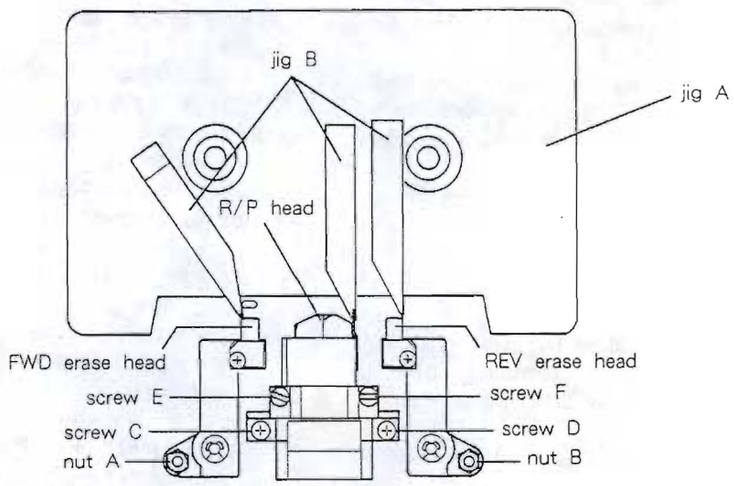

Fig. 2-6
1). Set jig A as shown in Fig. 2-6, then set the deck to FWD/PLAY mode.
If it doesn't, adjust Allen nut A shown in Fig. 2-6.
- If the head is both high (or low) in FWD and REV modes, replace the spacer under screws C and D (Fig. 2-6) with a thin (or thick) one. (Add or remove the same number of spacers with the same thickness for both screws C and D.)
1). 図2-6のように治具Aをセットし、FWD/PLAYモードにする。
そうでない場合は、図2-6の六角ナットAを調整する。
ネジC, D (図2-6) の下のスペーサーを板厚の薄い(厚い)ものに換える。(C, D共同じ厚さのスペーサーを同枚数増減すること)
7). Play back the 10 kHz signal on test tape MTT-256 in FWD/PLAY mode, then adjust FWD azimuth adjustment screw E (Fig. 2-6) so that the phase difference between the L and R channels is 0°.
7). FWD/PLAYモードでテスト・テープ MTT-256の 10kHzを再生して、LchとRchの位相差が 0° になるようにFWD用アジマス調整ネジE（図2-6）を調整する。